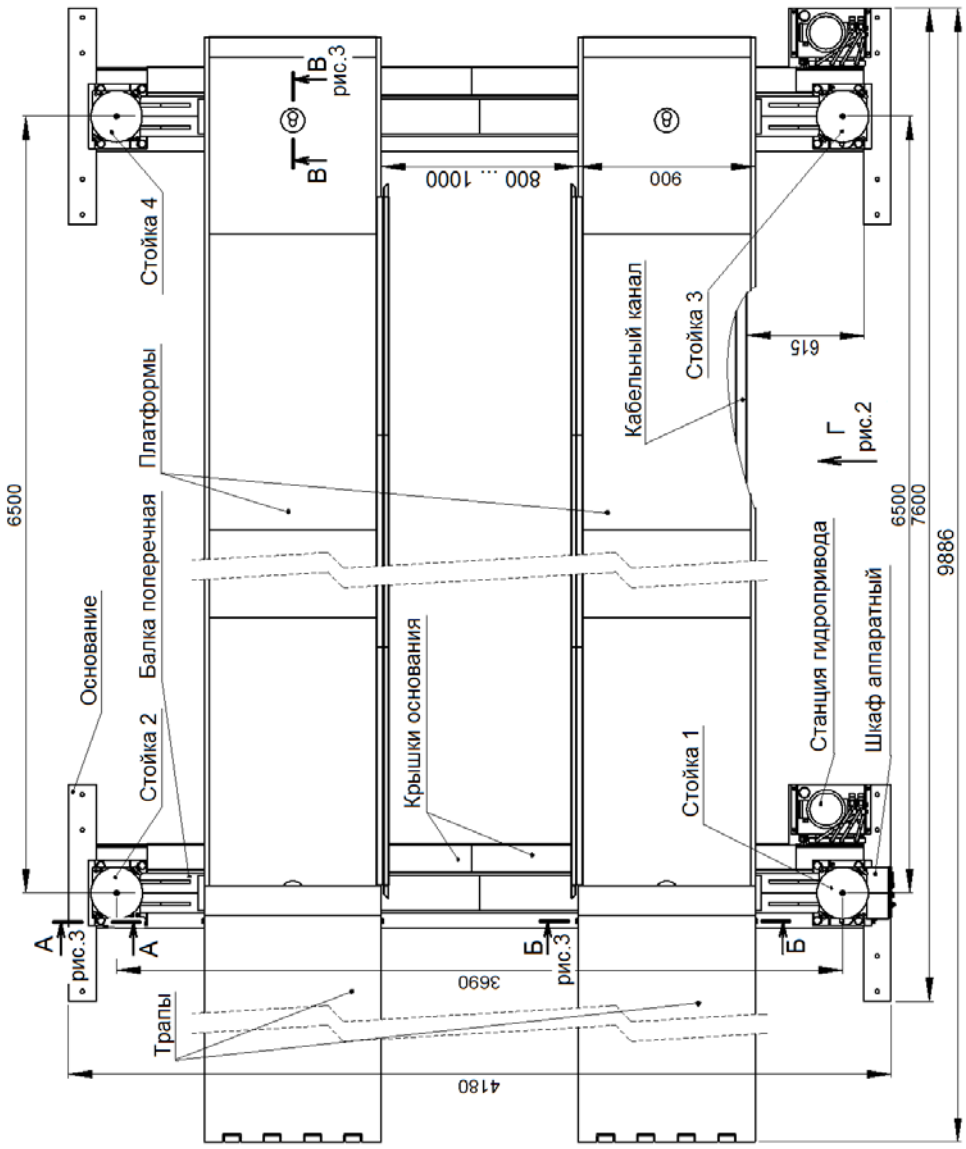
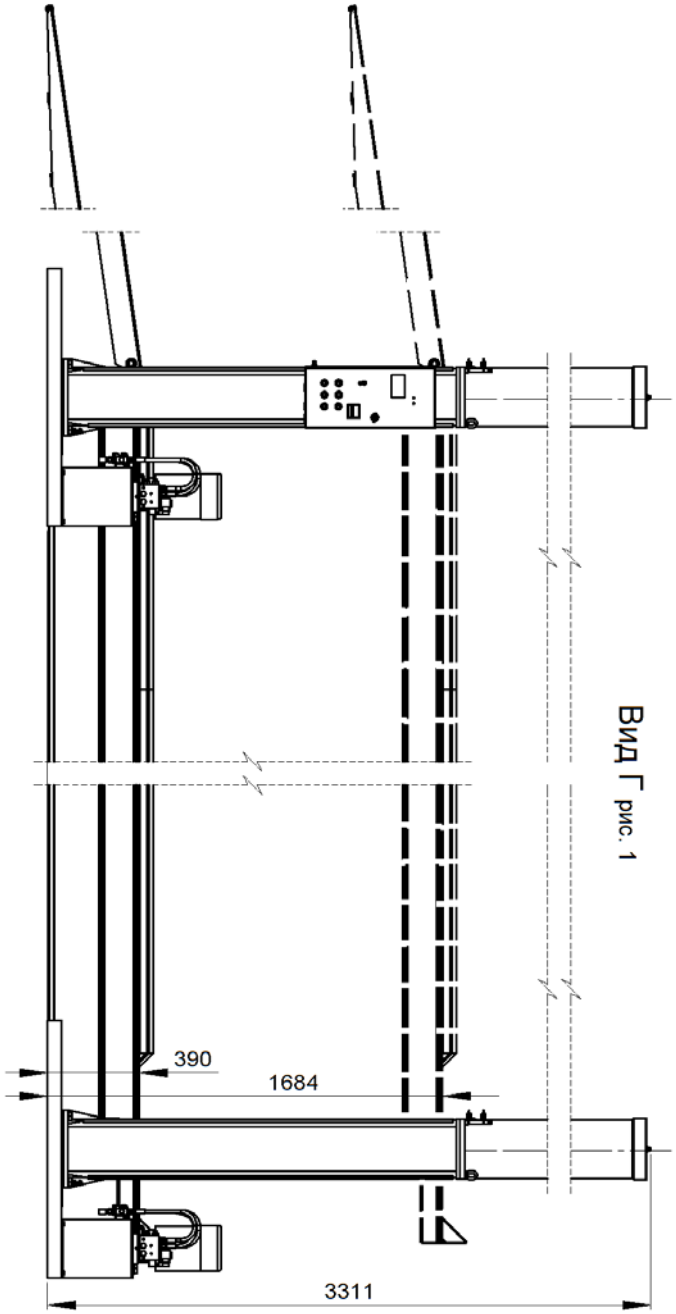
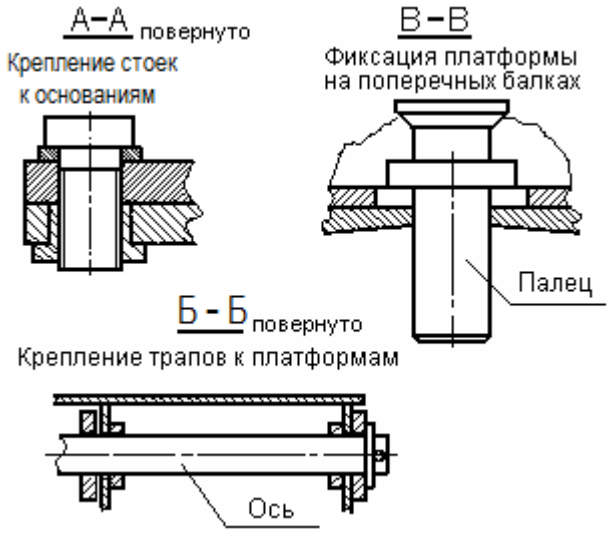

Рис. 1. Подъемник ПГ-20
Рис. 2. Подъемник ПГ-20
Рис. 3. Подъемник ПГ-20
4.1.1.Подъемник состоит из четырех стоек 1, 2, 3, 4 (см. Рис.1, Рис. 2 и Рис. 3). Стойки 1 и 2 соединены поперечными балками, лежащими на опорах подхватывающих элементов стоек и образуют «левую» пару стоек. Стоки 3 и 4 соединены поперечными балками, лежащими на опорах подхватывающих элементов стоек и образуют «правую» пару стоек. Каждая пара стоек крепится на основании. Основания, в зависимости от пожелания заказчика, могут быть установлены на поверхности пола с возвышением над уровнем пола на 68 мм, либо забетонированы в пол.
5.12. Платформы должны быть выставлены по размерам колеи автомобиля и закреплены (см. Рис.1 и Рис. 3).
Взаимное расположение оснований должно соответствовать размерам указанным на Рис. 1. Площадки для установки оснований должны быть горизонтальными, лежать в одной плоскости и выдерживать давление не менее 100 кг/см^2.
6.1.2 Между основаниями установить кабельный канал. Кабельный канал крепить к полу дюбелями с шурупами (8 шт.). Для установки дюбелей сверлить в бетонной стяжке пола 8 отв. Ø12 мм на глубину 70 мм. Расположение кабельного канала указано на Рис. 1.